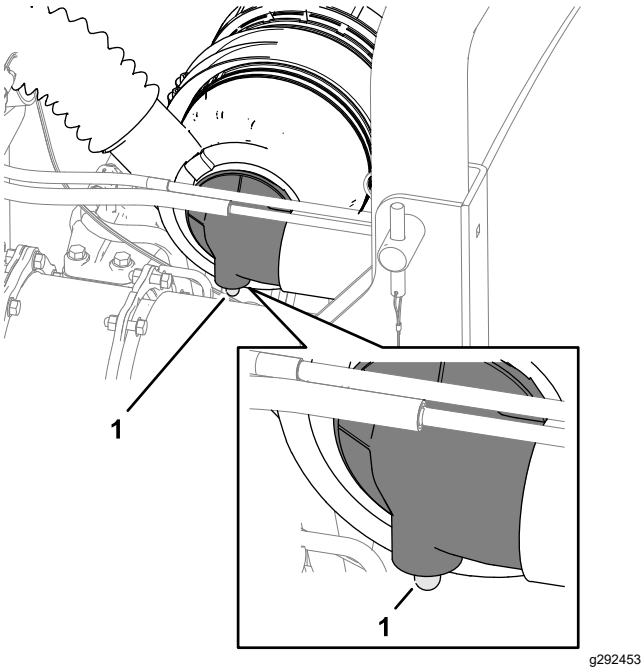

Figur 51
2. Kontrollera luftfiltrets blockeringsindikator (Figur 51).
Obs: Utför service på huvudluftfiltret om luftfiltrets blockeringsindikator (Figur 51) är röd. Om du byter luftfiltret ofta ökar det risken för att smuts kommer in i motorn när filtret har avlägsnats.